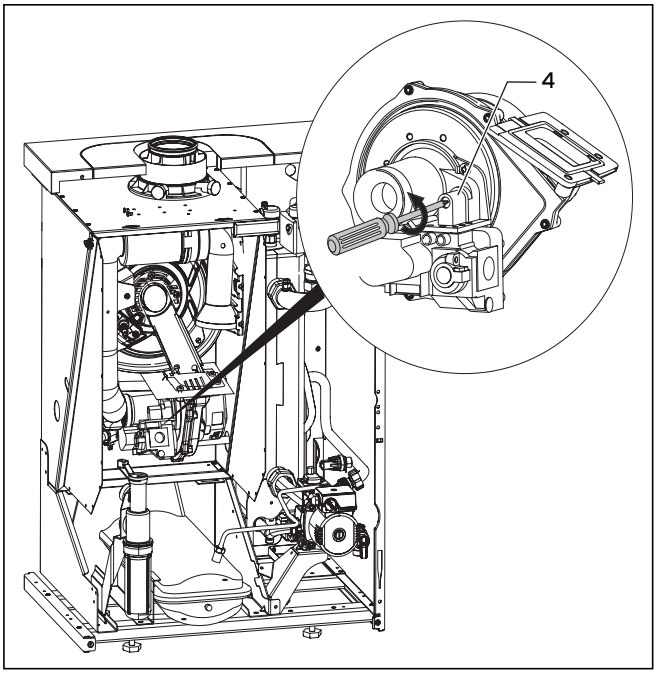

Rys. 7.4 Nastawianie współczynnika nadmiaru powietrza
- Obracać śrubę regulacyjną współczynnika nadmiaru powietrza (**4**, Rys. 7.4) ostrożnie w prawo (zgodnie z ruchem wskazówek zegara), aby zmniejszyć zawartość CO_2.